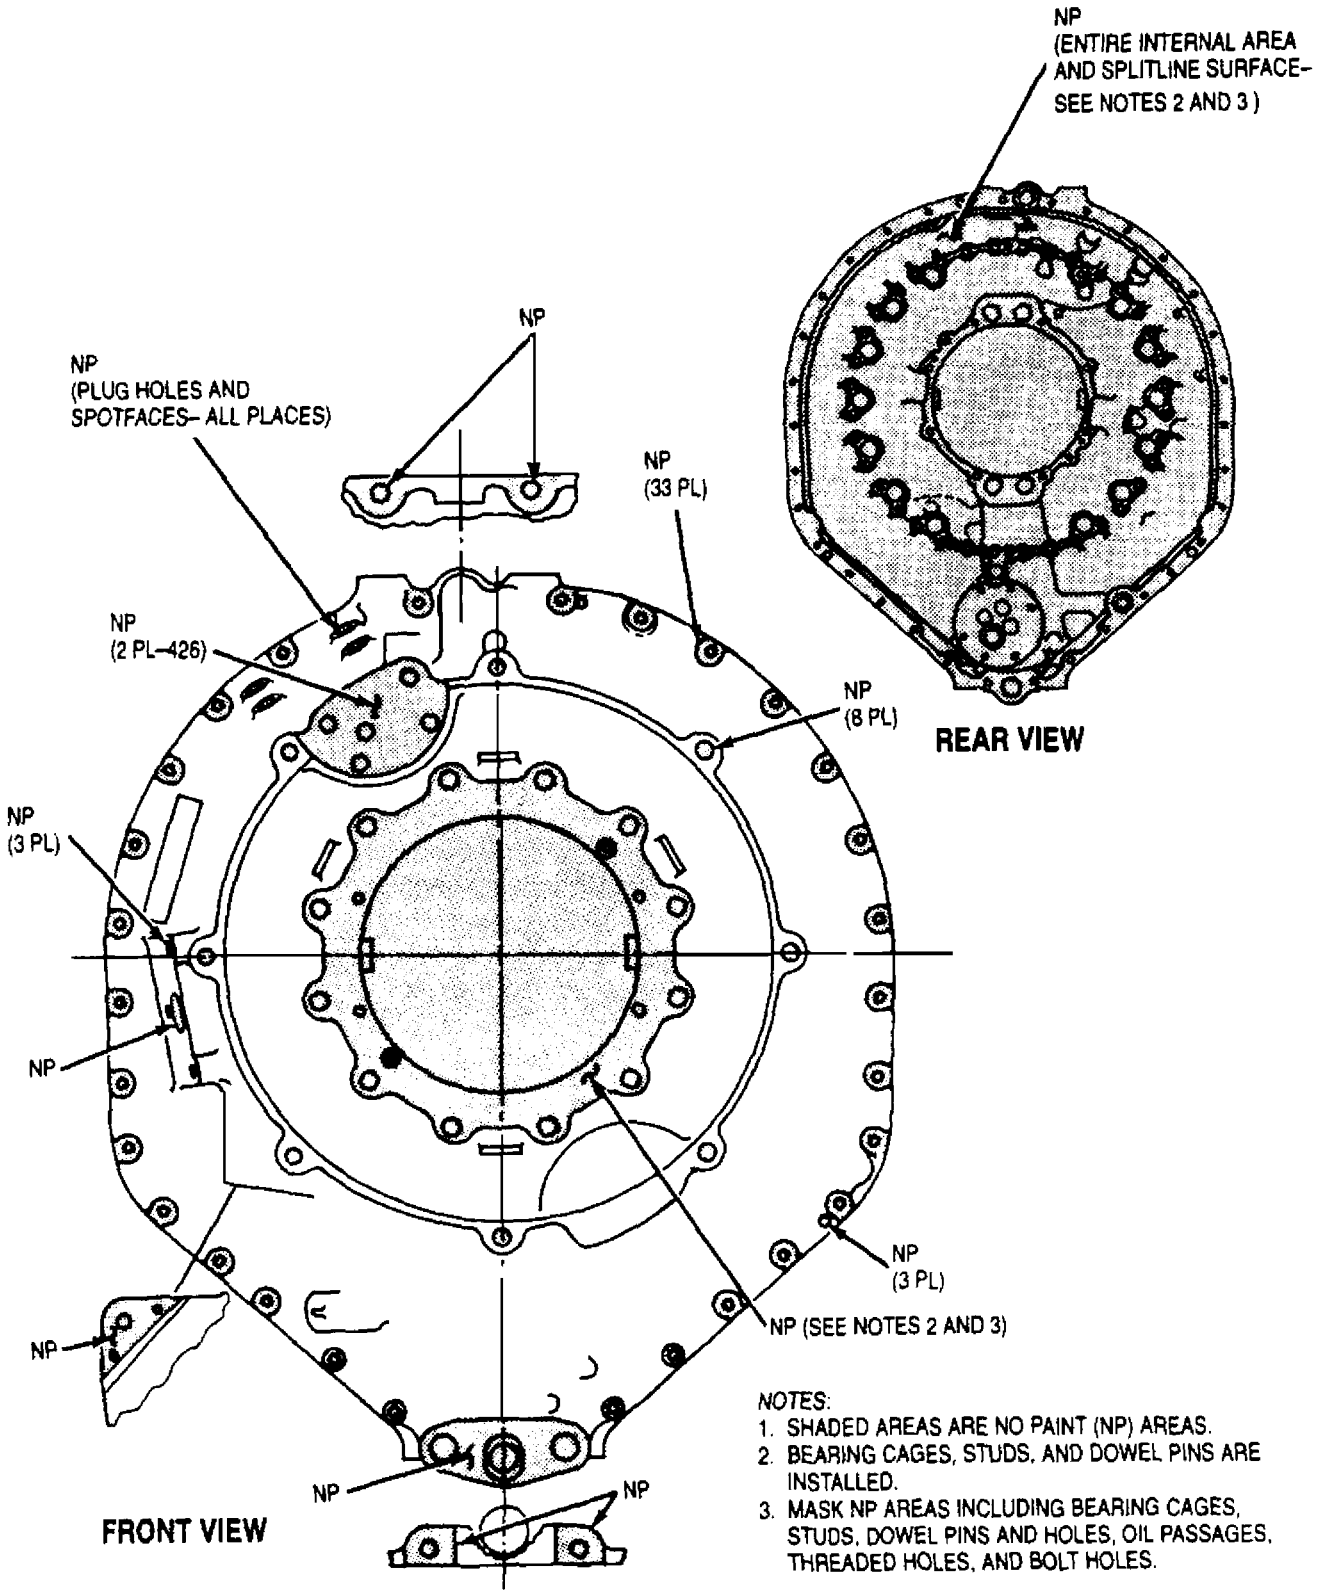

Figure 1. Reduction Gear Front Housing Assembly − No Paint Areas
(1) Mask front housing no paint (NP) areas (figure 1).